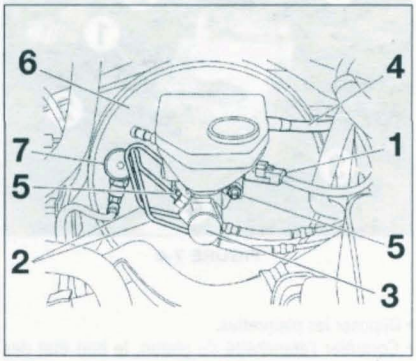

FIGURE 7-9
- le connecteur de niveau de liquide de frein (1) **(figure 7-9)**.
- les canalisations de frein (2) du maître-cylindre (3) et obturer les orifices.
• Débrancher la canalisation (7) de dépression du servofrein **(figure 7-9)**.